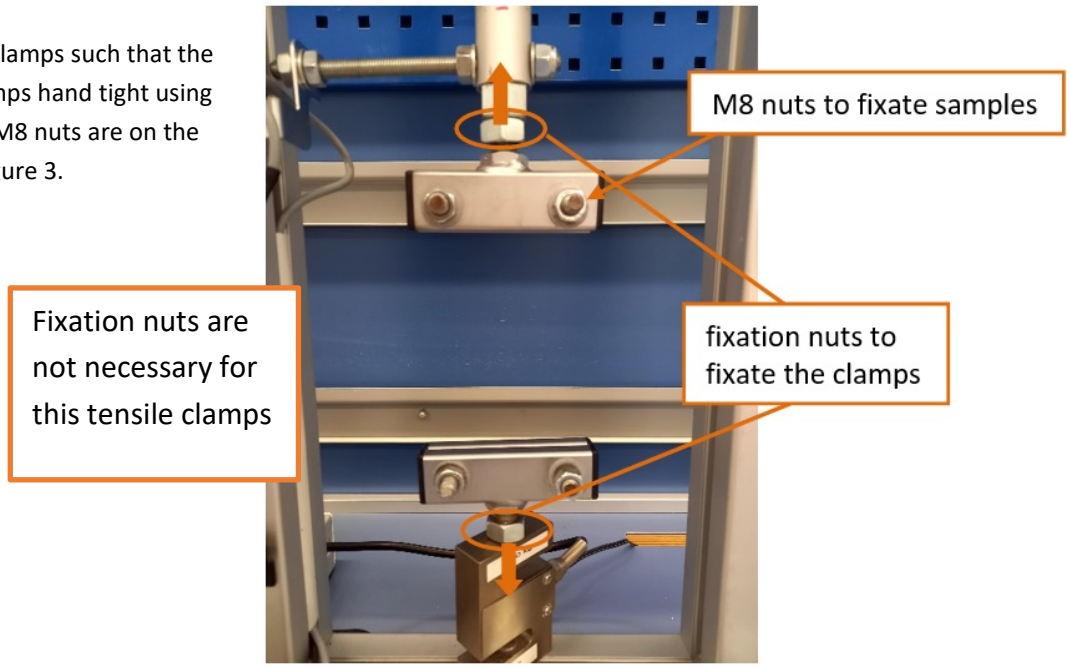

Figure 3: Tensile Test clamps
- **c.** 3-point bending test (Allen key 3)
a. In the **tensile test setup**, align the clamps such that the sample will be straight, fixate the clamps hand tight using the fixation nuts, make sure that the M8 nuts are on the front to change samples easily, see figure 3.